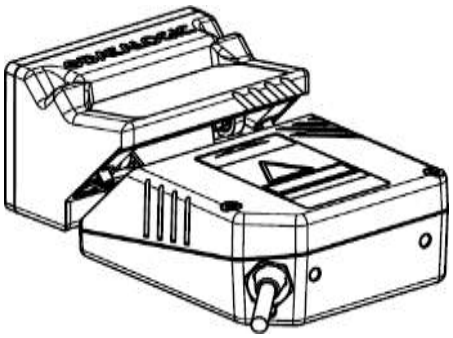

Figure 34 –Mount OM2000N
4) Check that the seal is correctly positioned and then after having aligned the OM2000N onto the scanner, fix it using the two screws (see Figure 34).